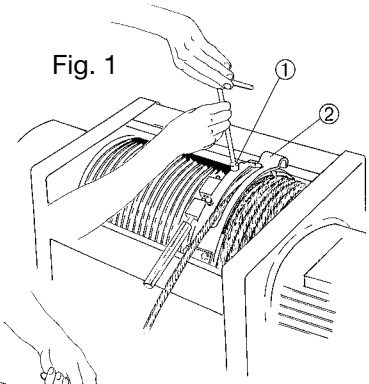
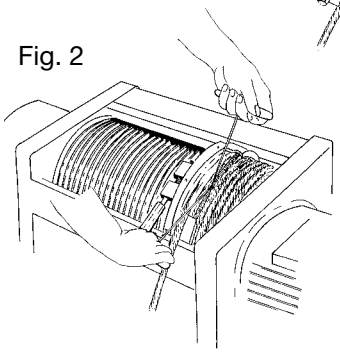
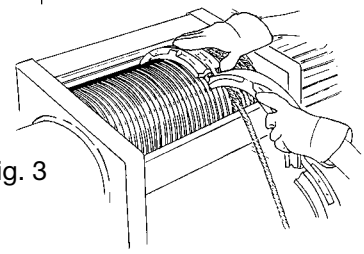

Fig. 1
Fig. 2
Fig. 3
**Per lo smontaggio del guidafune procedere nel modo seguente:** svitare le viti pos. 1 (Fig. 1), staccare il pattino pos. 2 (Fig. 1), togliere la molla di serraggio fune (Fig. 2), sfilare dal tamburo l'anello guidafune (Fig. 3).